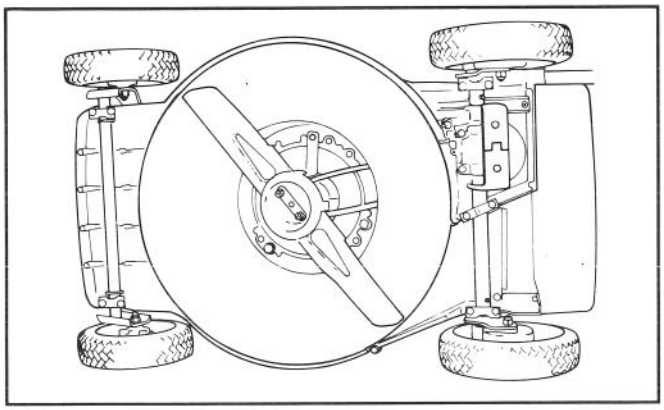

Afbeelding 29
2. Leg de maaier op zijn rechter zijde (Afb. 29). Pas op dat het mes niet draait. Dit kan tot problemen bij het starten leiden.